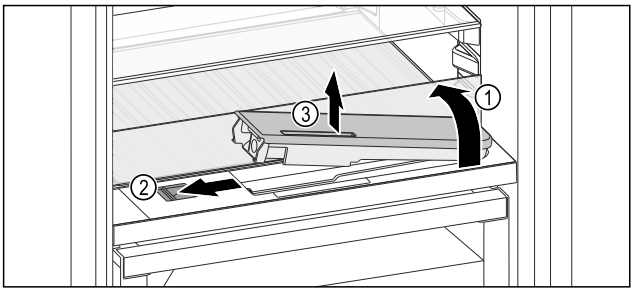

Fig. 194
▶ 抬起玻璃隔板，将其向后翻转至止挡 *Fig. 194 (1)*。
▶ 向左推滑块 *Fig. 194 (2)*。
▶ 取出水箱 *Fig. 194 (3)*。